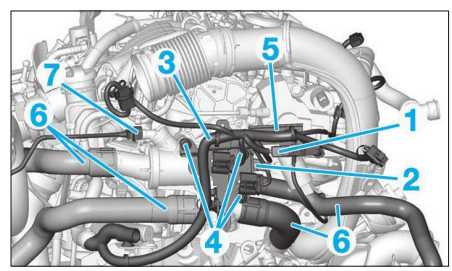

**Fig. 27**
• Déconnecter les connecteurs (1) et (2) **(Fig.27)**.
• Dégrafer et écarter le faisceau (3).
- les écrous (4),
- le support (5).
- les durits (6),
- le tuyau de dégazage (7).